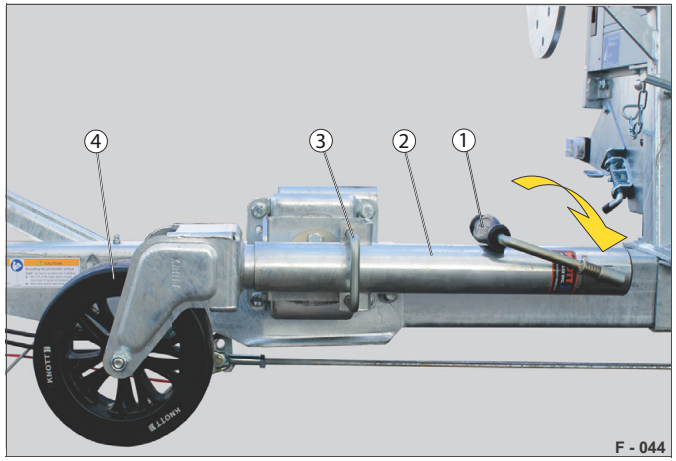

Abb. 18 Podpěrné kolo v jízdní poloze
▶ Vytočte podpěrné kolo (Abb. 18/4) nahoru.
▶ Umístěte kliku (Abb. 18/1) do sklopené polohy.
▶ Zatáhněte za třmen (Abb. 18/3) a přitom otočte podpěrné kolo do vodorovné polohy.